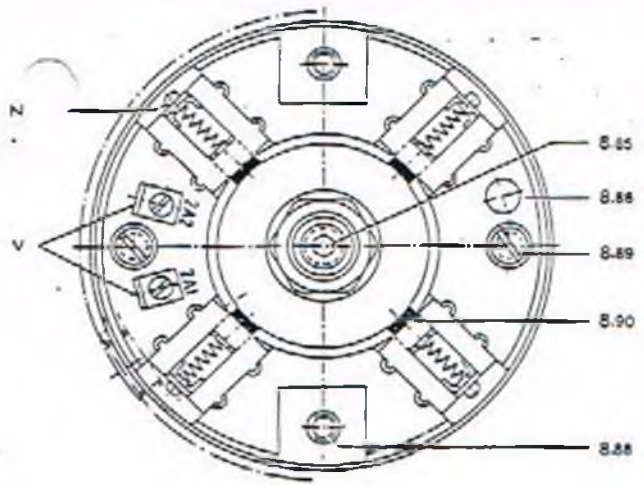

Fig. 3
GT 9.06/420 K (fig. 3): le raccordement électrique se fait par languettes et clips (V) aux connexions 2A1 (positive) et 2A2 (négative). Faire passer les conducteurs par le presse-étoupe (Pg7) dans le c[illegible]; veiller à ce qu'ils ne viennent pas frotter le collecteur sous le [illegible].
GT 9.06/420 K (fig. 3): La conexión eléctrica se efectúa a través de uniones por enchufe (V) en los puntos 2A1 (positivo), y 2A2 (negativo). Conducir el cable dentro de la caperuza a través de la atornilladura (Pg7). Cuidar de que los cables no queden sueltos bajo la caperuza para que no rocen con el colector.